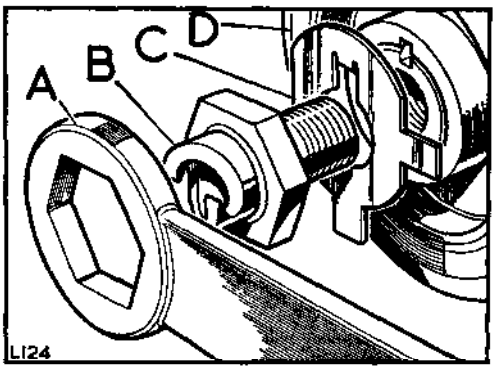

**Fig. A3-82. Starter dog and pulley fixings**
4. Fit the crankshaft pulley, key located, and starter dog. The correct torque loading for the starter dog is 200 lb ft (27,5 mkg). Secure with a new lockplate. Fig. A3-82 refers.